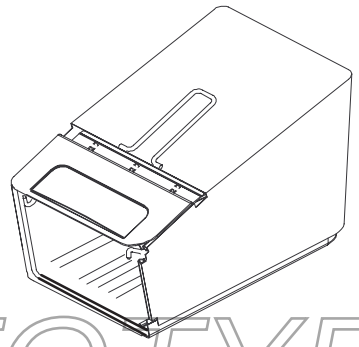

Figura 6
2. I lati della base del raccoglitore devono trovarsi **all'interno** del telaio del raccoglitore, come illustrato nella Figura 6.